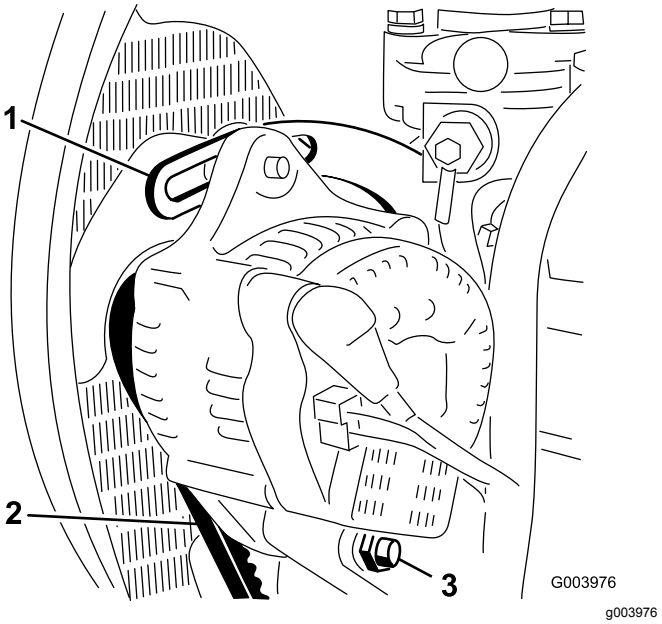

Figuur 71
2. Controleer de spanning van de riem door deze (Figuur 71) midden tussen poelies van de wisselstroomdynamo en de krukas in te drukken met een kracht van 10 kg.
3. Draai de bout los waarmee de beugel is bevestigd aan de motor (Figuur 71), alsmede de bout waarmee de wisselstroomdynamo is bevestigd aan de beugel en de ankerbout.